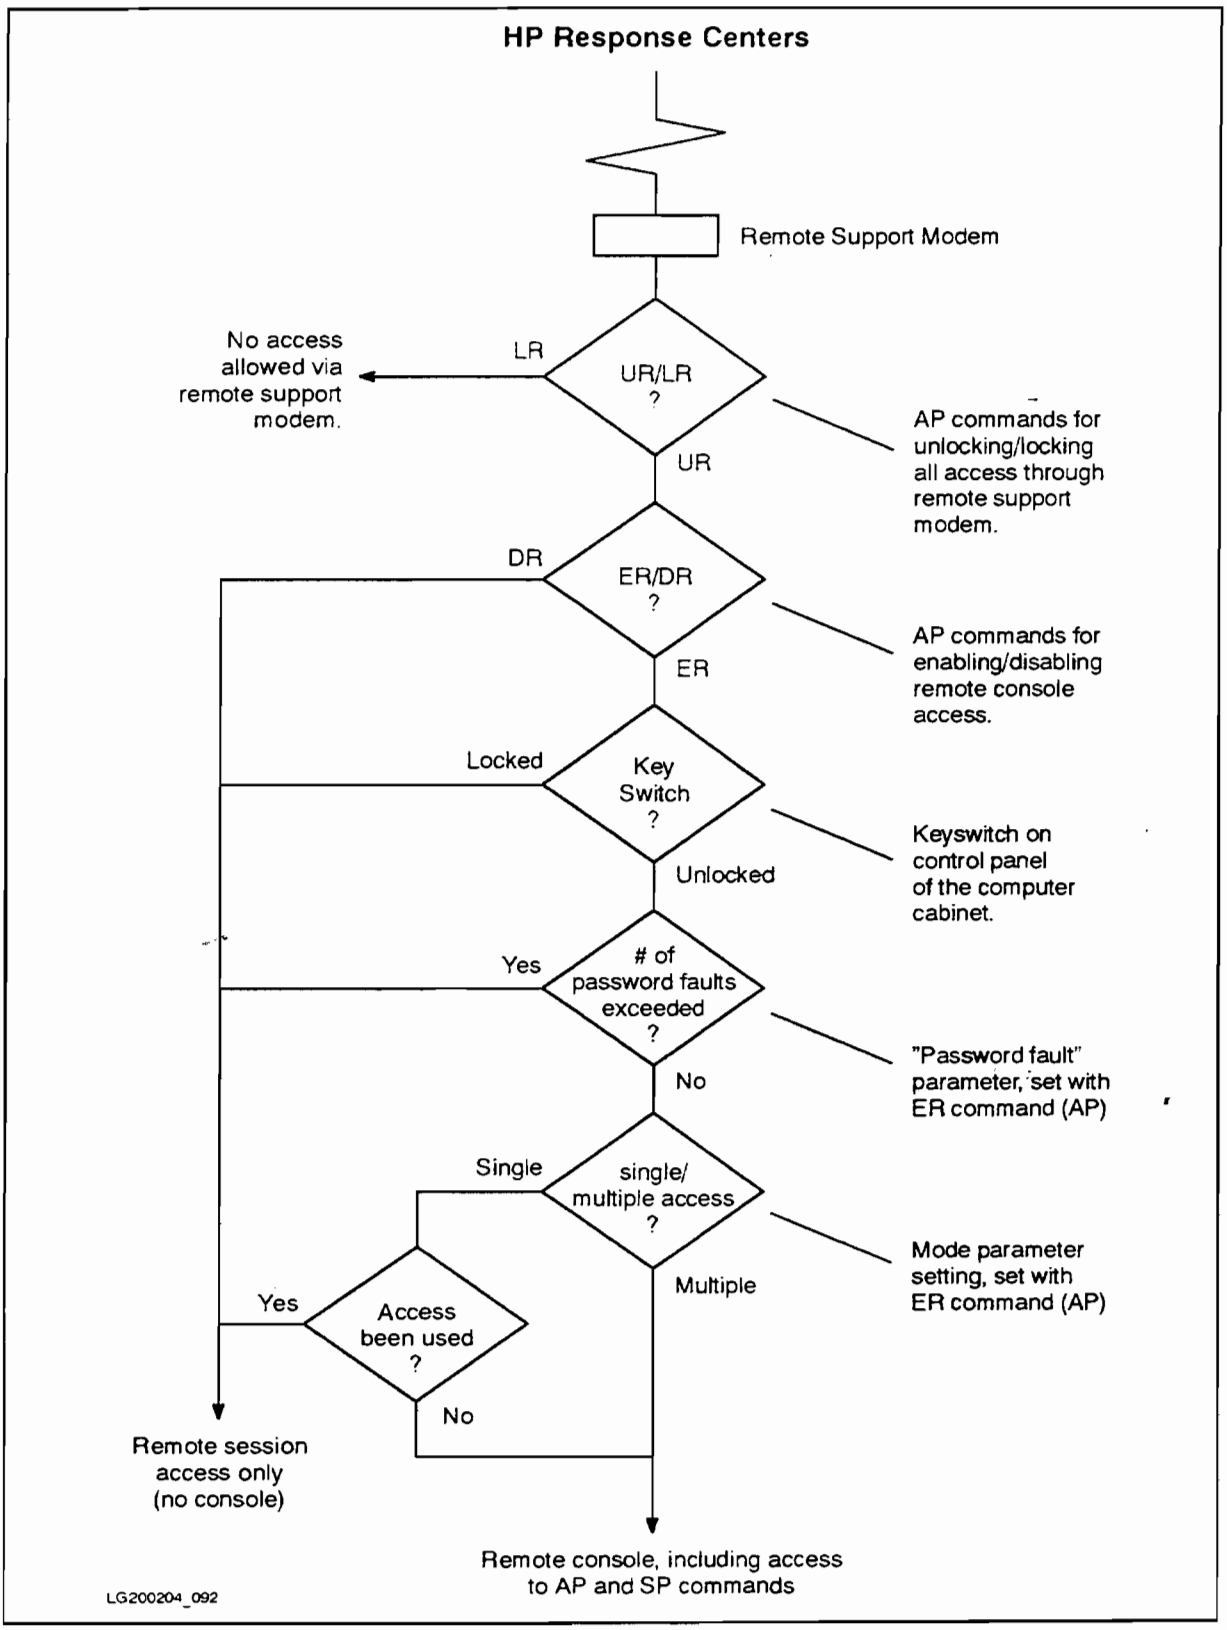

Figure 1-8. Controlling Access through the Remote Support Modem
The 99x/890/T500 provides several levels of security for controlling access to the Remote Support Modem and the remote console. See Figure 1-8.
1. Study Figure 1-8 to determine the controls appropriate for your site. (Recommended settings for MPE/iX with Predictive Support: UR, ER, single access mode, set a password.)